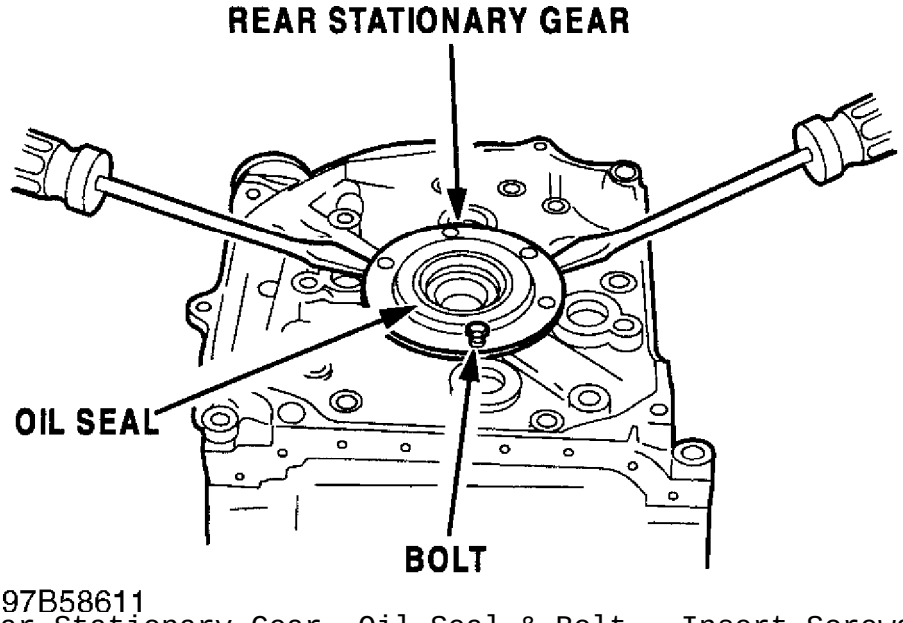

Fig. 1: Rear Stationary Gear, Oil Seal & Bolt - Insert Screwdrivers
5. Insert two screwdrivers or pry bars and pry out the RS gear. See Fig. 1.